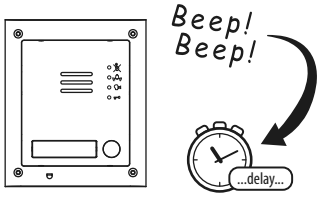

Fig. 54
3. Two short beeps will be heard from the GSM followed by a short delay, as shown **Fig.54**.